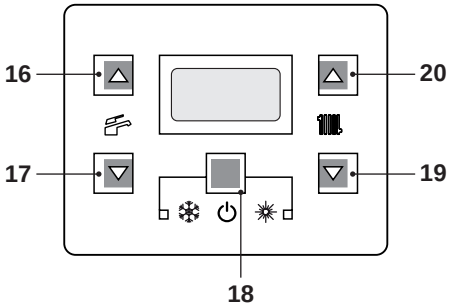
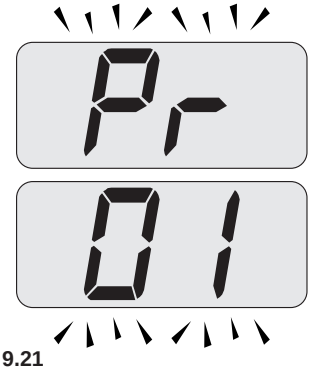
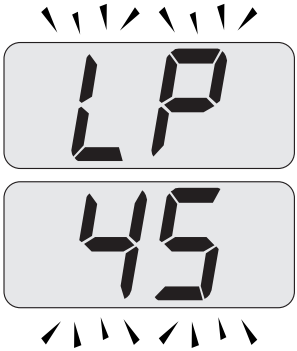
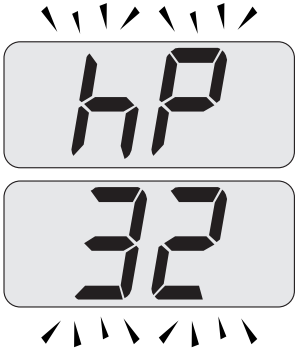

Figura 9.20
Figura 9.21
Figura 9.22
Figura 9.23
- Entrare in "modalità programmazione" premendo contemporaneamente per 10 secondi i tasti 18 - 19 - 20 (Figura 9.20) fino a far apparire sul display LCD le lettere **Pr** che si alternano con il codice **01**, indicanti l'entrata nel "parametro 01" (Figura 9.21).
- Premere contemporaneamente i tasti 19 e 20 (Figura 9.20) fino a far apparire sul display LCD le lettere **LP** che si alternano con il valore di temperatura dell'acqua di riscaldamento (es.**45**), indicanti l'entrata nell'attivazione della "funzione spazzacamino" alla potenza minima in sanitario (Figura 9.22).
- Premendo il tasto 20 (Figura 9.20) è possibile variare la potenza in modalità spazzacamino: con visualizzazione sul display LCD delle lettere **hP** che si alternano con il valore di temperatura dell'acqua di riscaldamento (es.**32**), siamo in "funzione spazzacamino" alla potenza minima in riscaldamento (Figura 9.23).
- Ripremendo contemporaneamente per 10 secondi i tasti 18 - 19 - 20 (Figura 9.20) si esce dalla "modalità spazzacamino" e si ritorna allo stato di caldaia precedentemente impostato (Figura 9.26).